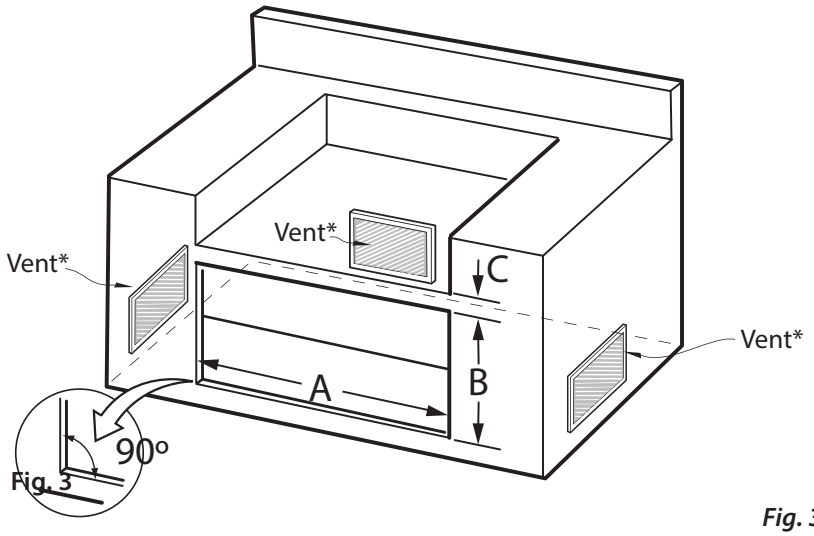

Fig. 3A
1. Effectuez une découpe dans votre armoire ou îlot avec les dimensions suivantes (Fig. 3A) :